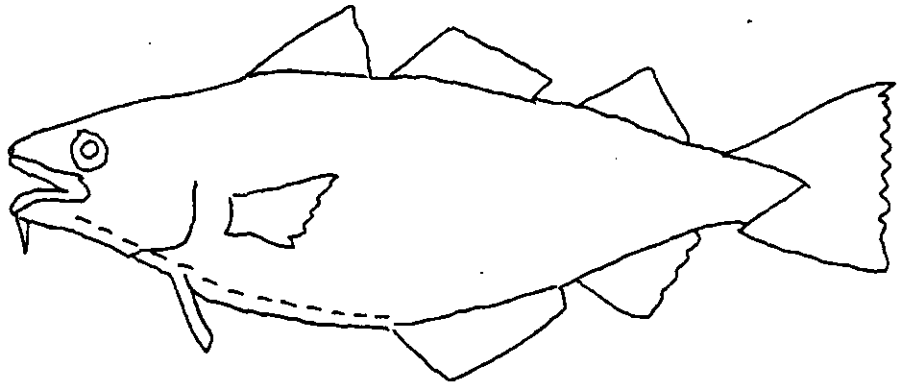

Figure 14-4: First cut of gadid
1. To examine a stomach for regurgitation, first examine the mouth and gill rakers, then cut through the skin of the fish as illustrated with the dashed line (Figure 14-4). Be careful not to cut into the stomach.